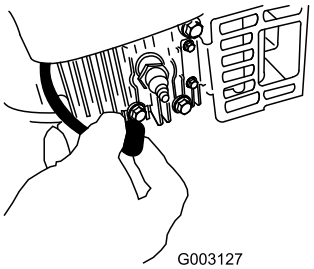

Figuur 33
2. Trek de bougiekabel los van de bougie (Figuur 33) voordat u onderhoudswerkzaamheden uitvoert.